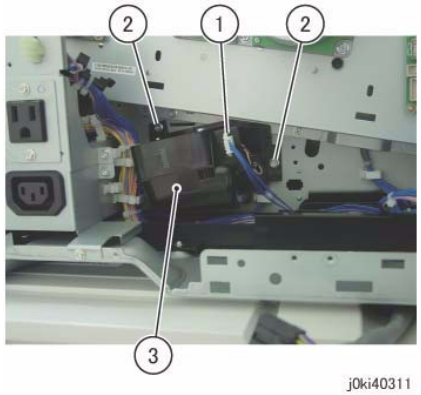

Figure 3 Remove the Rear Bottom Fan
9. Remove the Rear Bottom Fan. (Figure 3)